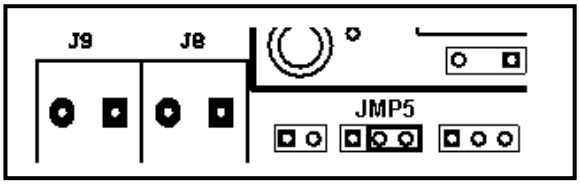

Figura 1.18. Posición del Jumper JMP5 para tecnología de Displays de 7 Segmentos de Ánodo Común.
- **Colocar el Jumper JMP5 hacia la posición de VCC (derecha)** si se han montado Displays de 7 Segmentos de Tecnología Ánodo Común o hacia la posición izquierda si se han montado Displays de 7 Segmentos de Tecnología Cátodo Común. JMP5 actúa como selector de alimentación para los Displays de 7 Segmentos; lo que permite montar sobre la tarjeta displays de tecnologías diferentes; siempre y cuando la distribución de pines de los mismos sea compatible con la huella en la Tarjeta PCB. En la **figura 1.18** se muestra el Jumper **JMP5** configurado para **Ánodo Común**.